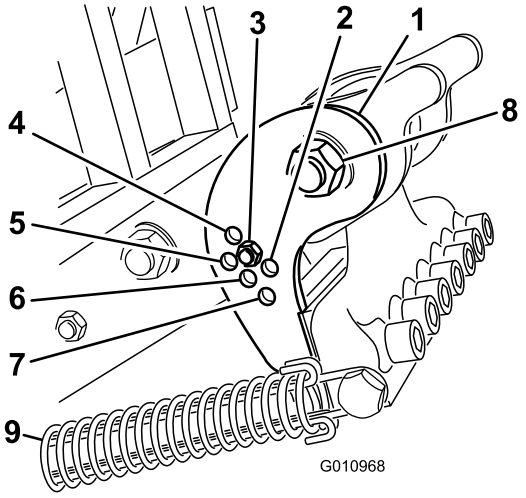

Figur 27
Indstil hældningsbeslaget (Figur 27) til den korrekte position baseret på længden af de piber, der skal bruges. Hovedstoppet indstilles til en af fem forudindstillede positioner ved at vælge det hul, som justeringsstanden er boltet gennem. Disse huller er kun forudindstillede. Ved at bruge en 10 tommers pibe i en 12 tommers position kan du f.eks. opnå et blødere finish afhængig af brugen.
3. Frigør fjederspændingen på pibehovedet (Figur 27).
4. Fjern møtrikken og bolten i justeringshullerne i hældningsbeslaget (Figur 27).
5. Løsn pibehovedets drejebolt (Figur 27).